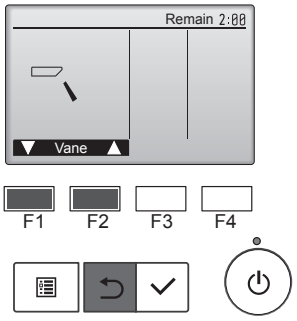

Abb. 7-4
(2) Drücken Sie die [AUSWAHL]-Taste, um den Vane-Bedienbildschirm aufzurufen, und prüfen Sie dann mit Tasten [F1] und [F2] die automatische Flügelbewe- gung. (Abb. 7-4)